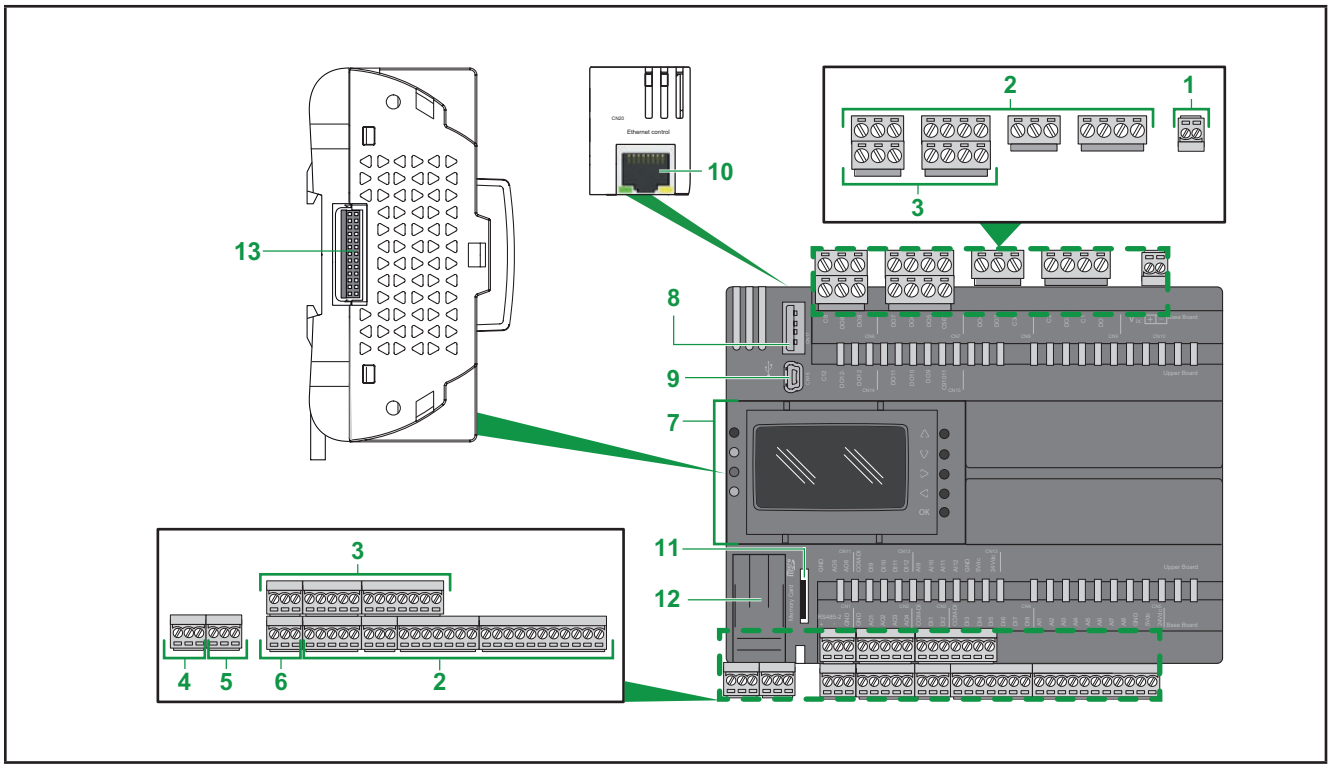

Fig. 3. Composants principaux du contrôleur EWCM 9000 PRO
Sur la **Fig. 3 page 16**, le **contrôleur pour centrale compresseur CO2 EWCM 9000 PRO (HF)** présente le blocs de jonction installés.